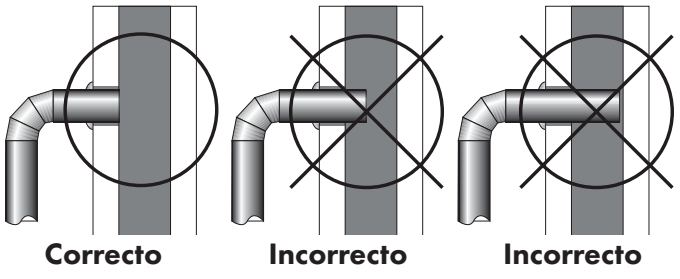

Figura 10 Conexión de tubería a la chimenea
- No debe estar obstruido por los tubos que conectan a la chimenea, como se ilustra en la Figura 10 a continuación.